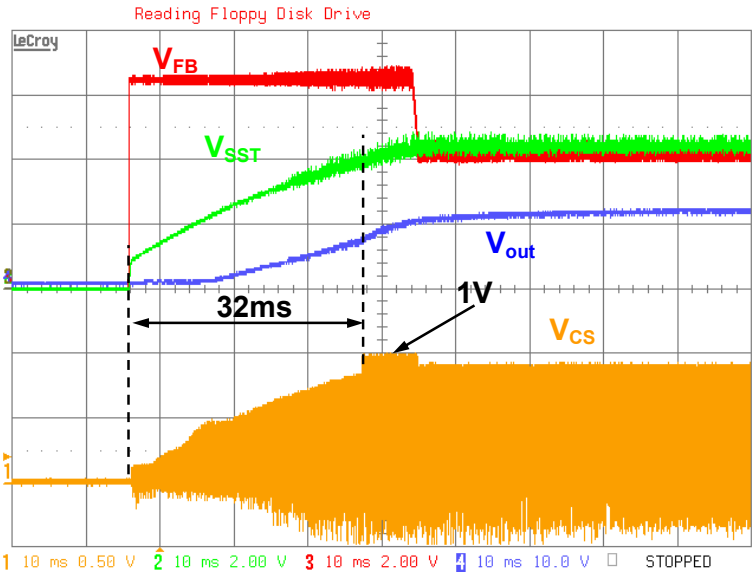

Figure 5 Soft start at AC line input voltage of 85V
When the IC is turned on after the Startup Delay time, the Soft Start capacitor at pin1, C_{SST}, is charged from the initial level of 1V. The Soft Start voltage V_{SOFTS} is generated by C_{SST} and the internal pull up resistor R_{SOFTS}. The duty cycle of the gate drive is determined by the V_{SOFTS} during the Soft Start phase, which is terminated when V_{SOFTS} reaches 4V. Afterward, IC goes into normal mode and the duty cycle is dependent on the FB signal. V_{SOFTS} is internally clamped to 4.4V during normal operation mode. The duration of the Soft Start can be estimated by the equation (2). Figure 5 shows the soft start behaviour at 85VAC input. It can be seen that the primary peak current follows V_{SST} voltage and slowly increase to the maximum. The soft start time is about 32ms.